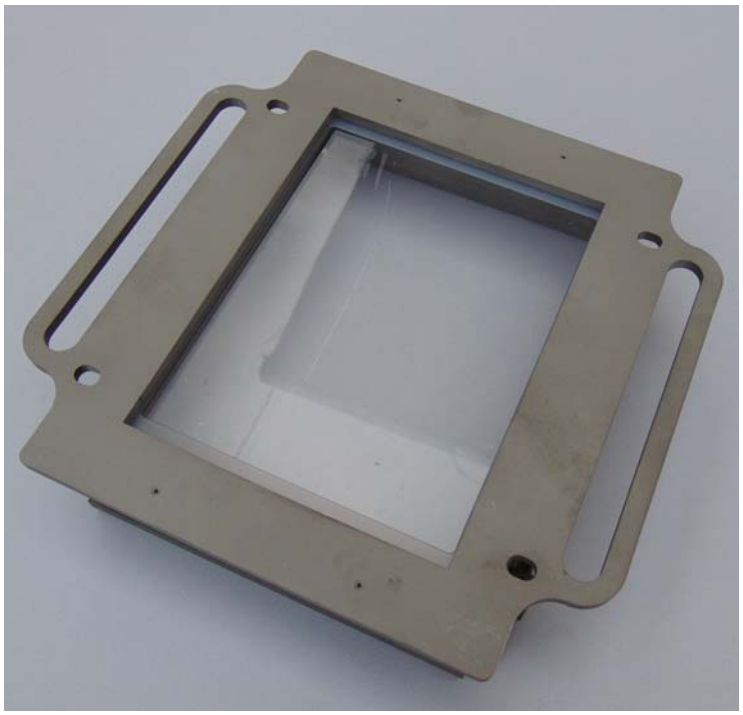

Fig. 8 – Step 3: Overlap vat base to the gasket
3) **Overlap the base of the vat to the gasket of polyethylene**, **so that the curvature of the base is in contact with the gasket** (see Fig. 8)